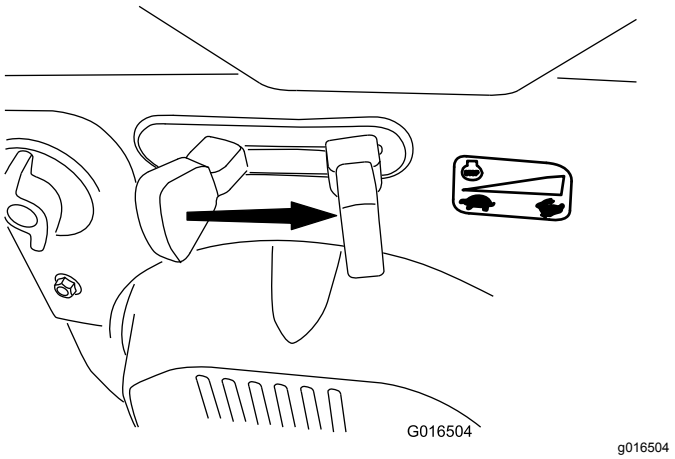

Figur 23
6. Flyt gashåndtaget til positionen FAST (hurtig) (Figur 23).